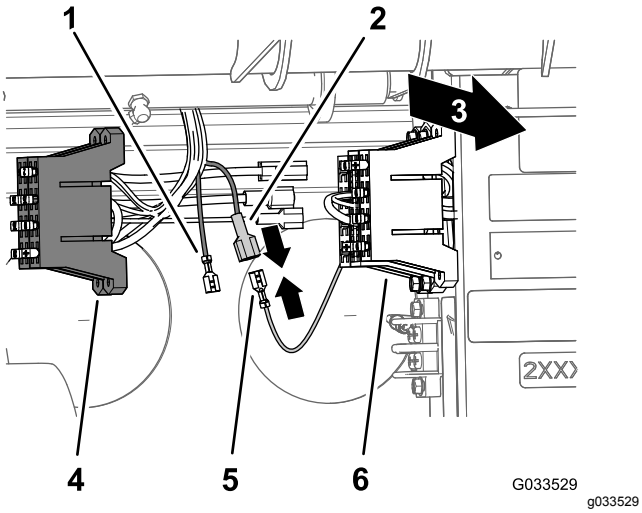

Figur 25
2. Find den uisolerede spadesko for enden af den åbne, gule strømledning på maskinens sikringsblok og den isolerede flade stiftkabelsko for enden af den gule, valgfrie strømledning på sprøjteledningsnettets sikringsblok (Figur 25).
3. Slut den uisolerede spadesko på maskinens sikringsblok til den isolerede flade stiftkabelsko på sprøjtens sikringsblok (Figur 25).